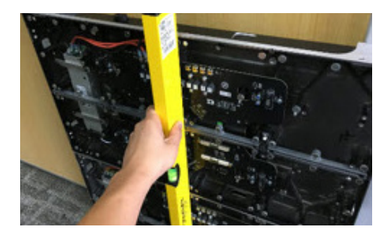

Figure 30: *Verify Flatness*
b. Verify flatness by laying a 4' level across the face to ensure the combined face of both panels is straight and flat. Check both ends of the panel. Refer to **Figure 30**.